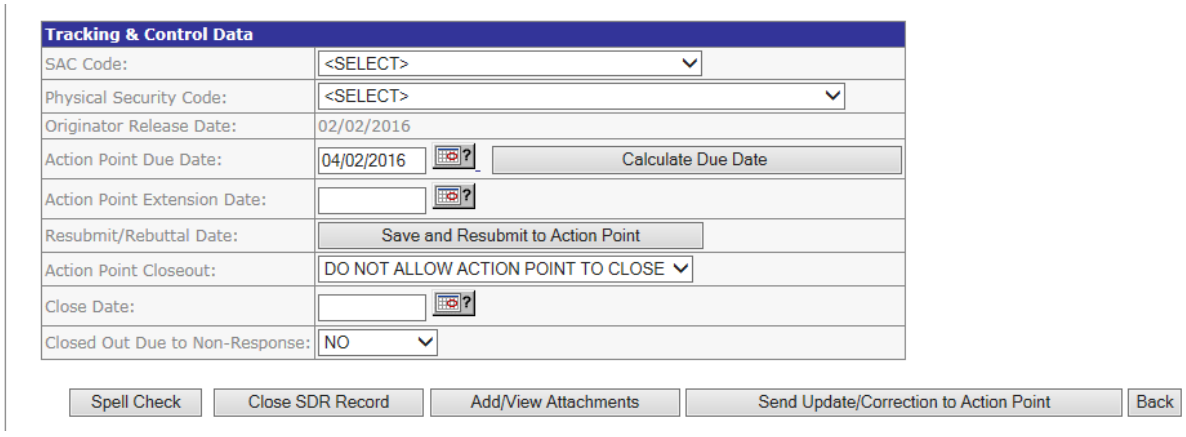

Figure 5.2
1. If SDR is returned to Originator and needs to go to a different Action Point this can be done by changing block 3 to the new Action Point the selecting the Save and Resubmit to Action Point tab as seen in figure 5.2